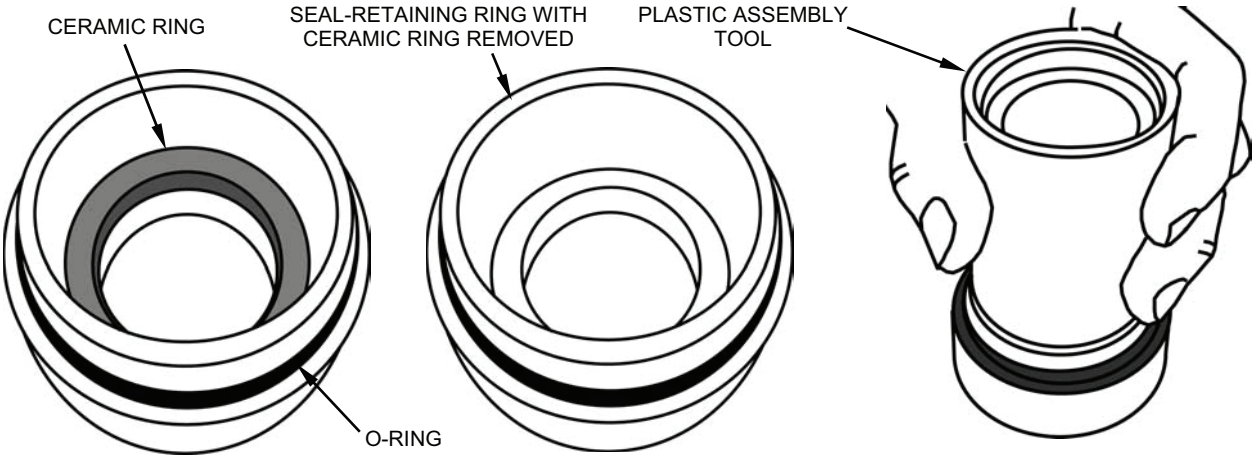

Figure 41. Replacing Ceramic Ring in Seal-Retaining Ring.
x. Set the seal-retaining ring upside down on a clean surface. Carefully remove the old ceramic ring and rubber seal by pushing them out using a brass punch or other soft tool (see Figure 41).
aa. Using the plastic assembly tool, push the new ceramic ring into the seal-retaining ring (see Figure 41).
bb. Remove the old O-ring from the seal-retaining ring. Lightly lubricate a new O-ring with glycerin and install it on the seal-retaining ring (see Figure 41).